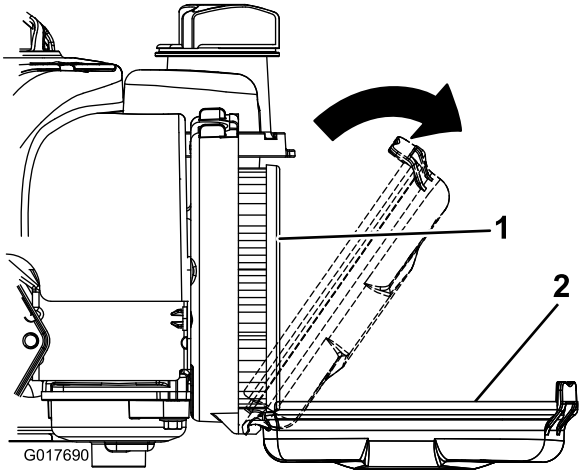

Figur 17
1. Lossa spärrarna som fäster luftfilterskyddet på motorn (Figur 17).